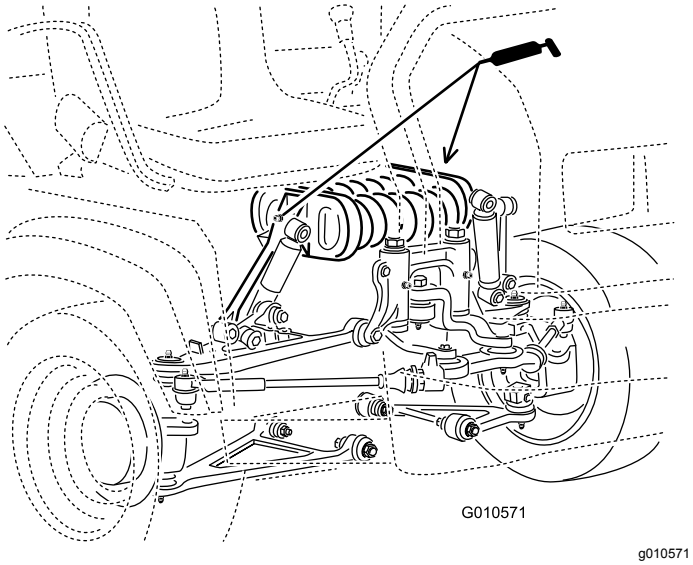

**Figur 37**
- **Fjærtårn (2)**. Se Figur 37